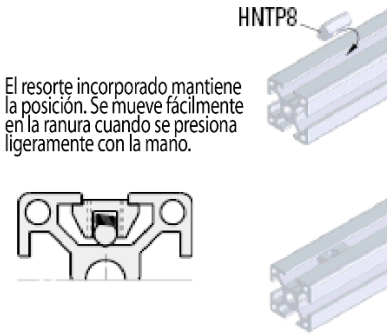

Figura 2-2 Instalación de las tuercas de inserción en el canal de extrusión de aluminio
2.3.4 Luego, prepárese para instalar todos los componentes en el montaje de pedestal utilizando los componentes de fijación suministrados. Las tuercas de inserción se instalan en el canal de extrusión de aluminio del pedestal y contienen una función de bola accionada por resorte para mantenerlas fijas durante el ensamblaje. Instale las tuercas de inserción en el canal de extrusión de aluminio en un ángulo como el que se muestra en la Figura 2-2 de abajo: